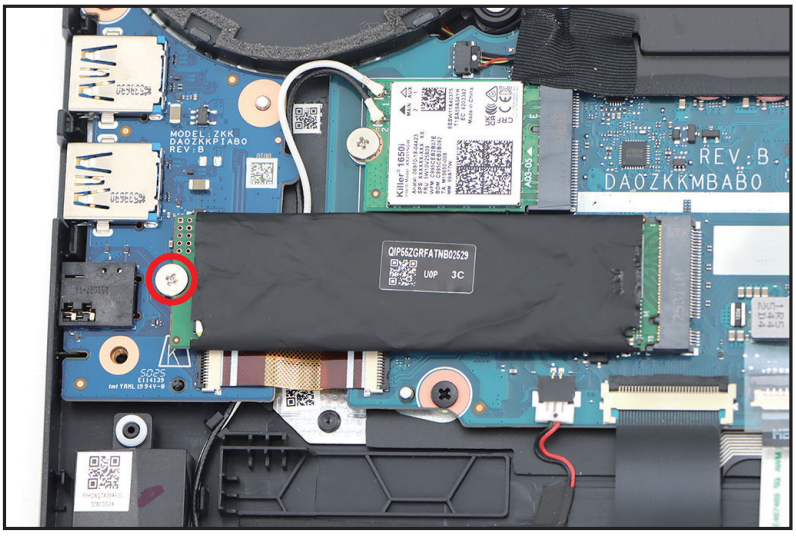

Figure 1-12. SSD Module Removal
3. Remove one (1) screw securing the SSD module (Figure 1-12).